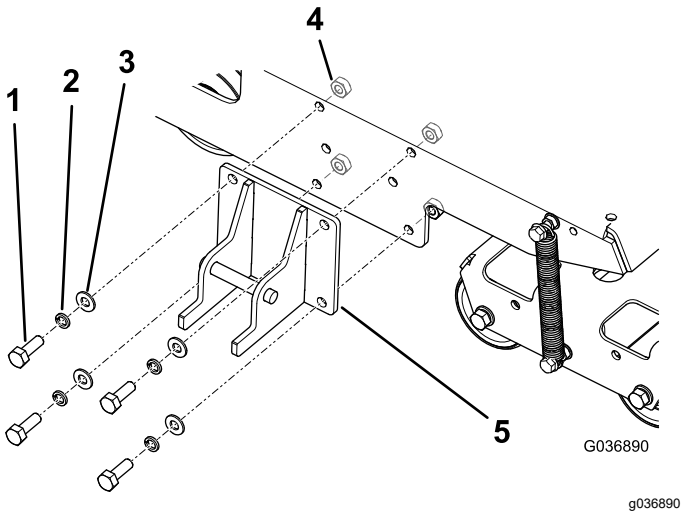

Figur 4
1. Montera fast låsfästet på maskinens ram enligt Figur 4.